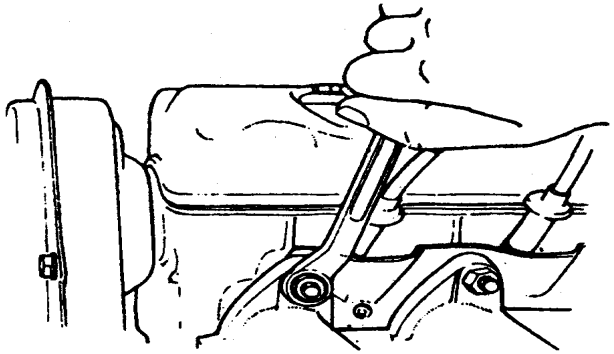

Fig. 1.4-4
(3) The tightening torque of cylinder cover bolt is 4-5 N • m (0.4-0.5kg•m).
(4) Check the fitted tightness of air intake and exhaust branch nut, and screw it to the specified torque if necessary. See Fig. 1.4-4.